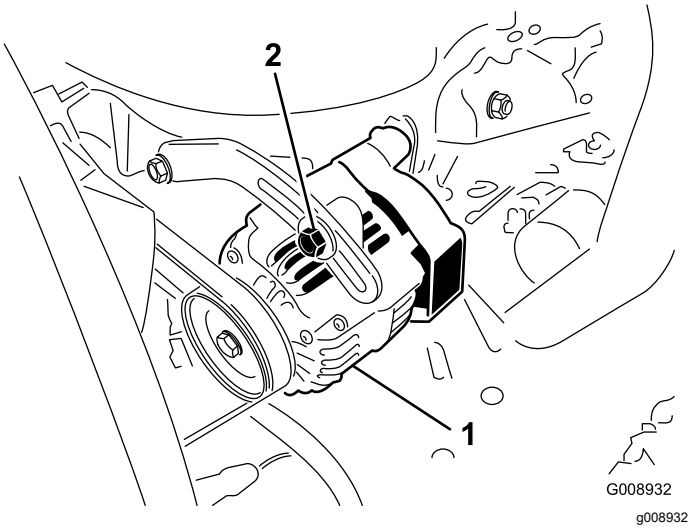

Figur 91
2. Om nedböjningen inte är 10 mm lossar du generatorns fästbultar (Figur 91).